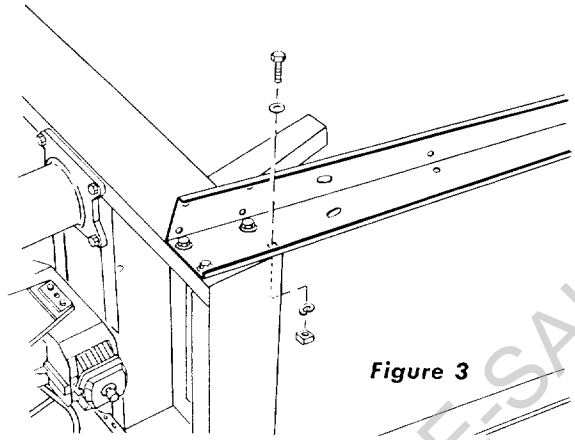

Figure 3
c. Tilt the basic saw assembly to the left and install the right-hand rear leg. (See figure 3.)